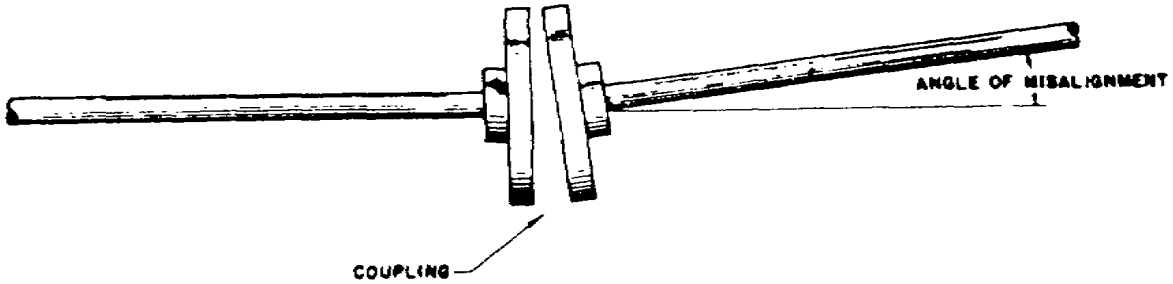

Figure 2.3. Angular Misalinement.
b. Angular misalinement. When the two shafts come together at a slight angle, angular misalinement, illustrated in figure 2.3, is present. In addition to setting up vibration, such misalinement causes bending stresses to be set up in the shafts and results in additional bearing loads. The more flexible the coupling, the less will be the load on the bearing and the less stress will be set up in the shaft.